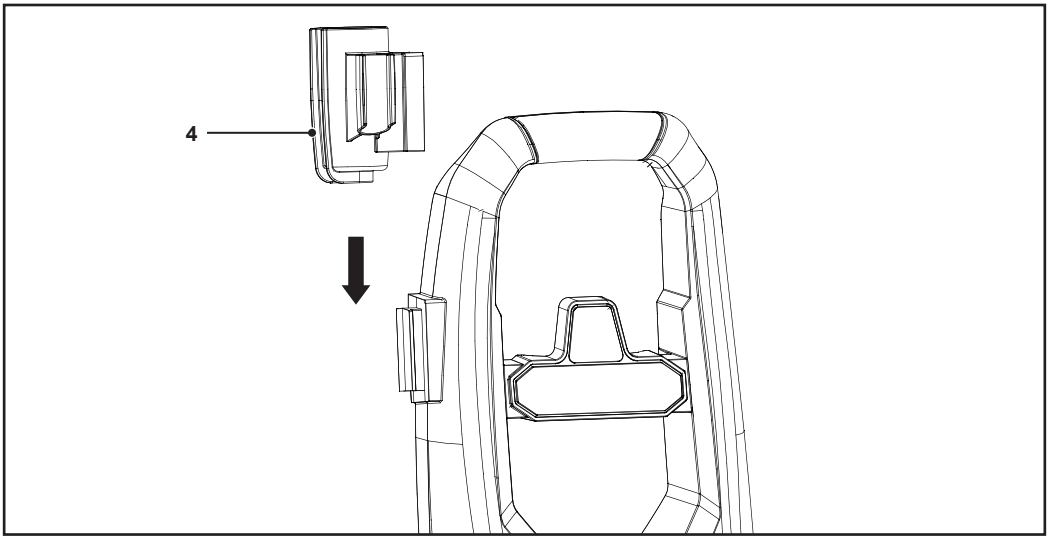

Fig. 2
2. Deslice el soporte para la pistola y los accesorios (4) por la ranura del lateral del aparato (Fig. 2).